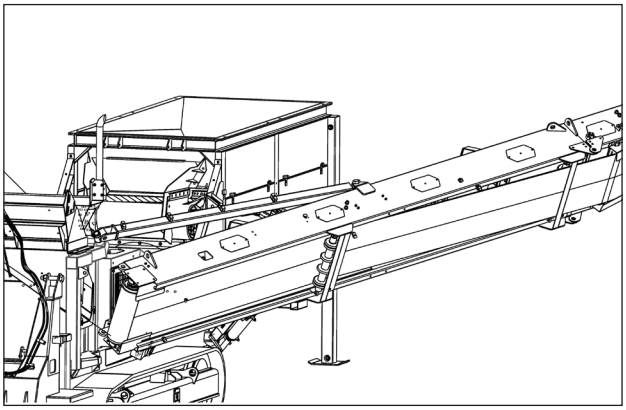
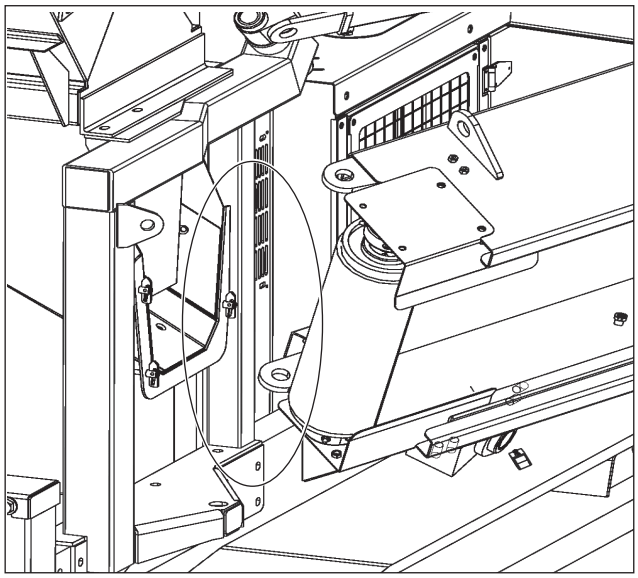

Figure 6.13 - Auxiliary Conveyor Folded out to Approximately 30 Degrees
Figure 6.14 - Rotating Auxiliary Conveyor Close to Support Post
6. Fold out the conveyor to approximately 30 degrees by activating the auxiliary conveyor (lower ram) lever into the raised position. Stop when the conveyor reaches the position shown in Figure 6.13. Do not rotate conveyor too much or it will hit the support post cause machine damage, Reference: Figure 6.14.